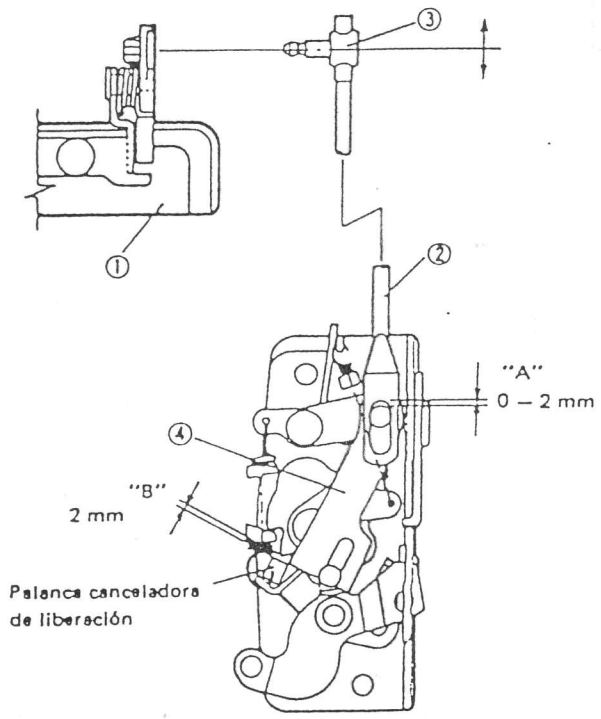

Fig. 20-2.2
Al instalar la varilla de apertura (2) en la manilla de apertura exterior (1), ajuste la holgura "A" a 0 - 2 mm y la "B" a 2 mm girando la junta (3) de ajuste, como se observa en la Fig. 20-2-2.
Después de reinstalar el percutor o la cerradura de la puerta, ajuste la dimensión "C" de la Fig. 20-2.2 a 1,0 mm moviendo el percusor hacia arriba y abajo.